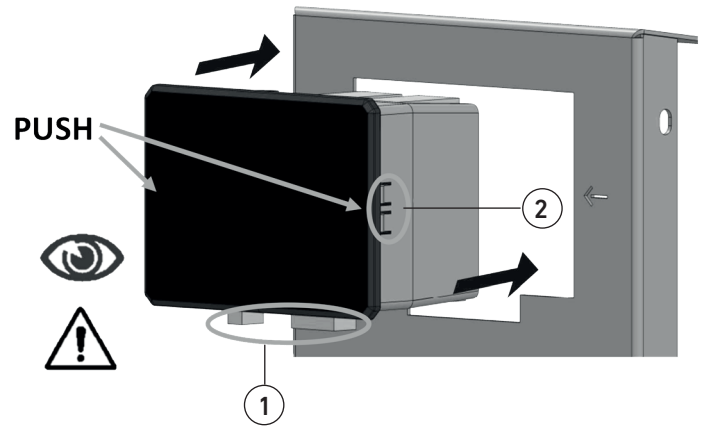

fig. 24
- Eseguire un corretto collegamento del dispositivo (NON invertire i connettori, rispettare i collegamenti dati dal costruttore) e prestare attenzione al verso che la centralina deve avere per entrare in sede (fig. 24 part.1);
- Per l'inserimento del componente in sede premere sui bordi laterali della centralina in prossimità delle frecce, come indicato in fig. 24. Quando il componente sarà arrivato a battuta i denti laterali (fig. 24 part.2) emetteranno un 'click' che indica il corretto ancoraggio alla lamiera.